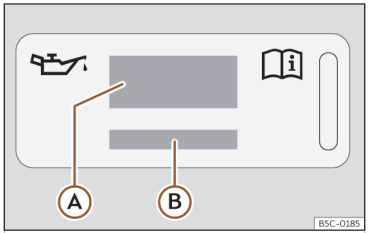

Abb. 226 Im Motorraum: Aufkleber mit Motoröl-Spezifikationen
Legende zur ››› **(Abb. 226)**:
Wenn Motoröl nachgefüllt werden muss, verwenden Sie eines der auf dem Aufkleber angegebenen Motoröle ››› **(Abb. 226)**. Der Aufkleber mit der vorgeschriebenen Motoröl-Norm befindet sich im vorderen Bereich des Motor-
- **Wenn der Aufkleber mit den Motoröl-Spezifikationen ››› (Abb. 226) fehlt, wenden Sie sich an einen Fachbetrieb.**